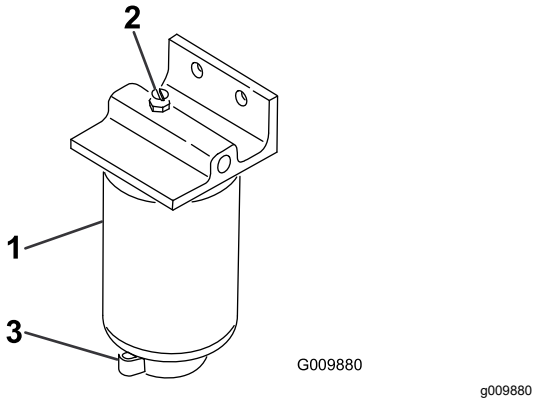

Figur 55
3. Lossa avtappningsventilen i botten på filterskålen (Figur 55).
2. Rengör området där filterskålen ska monteras (Figur 55).